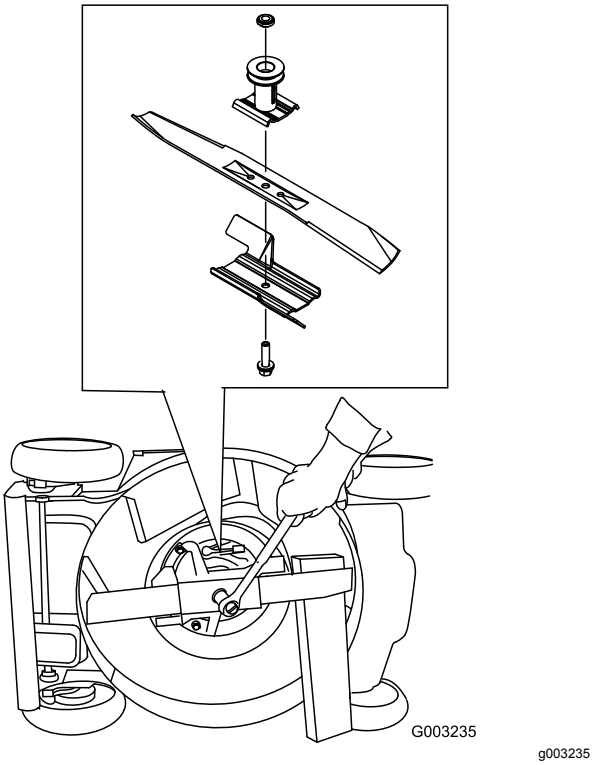

**Rysunek 44**
3. Aby unieruchomić ostrze, należy użyć kawałka drewna (Rysunek 44).